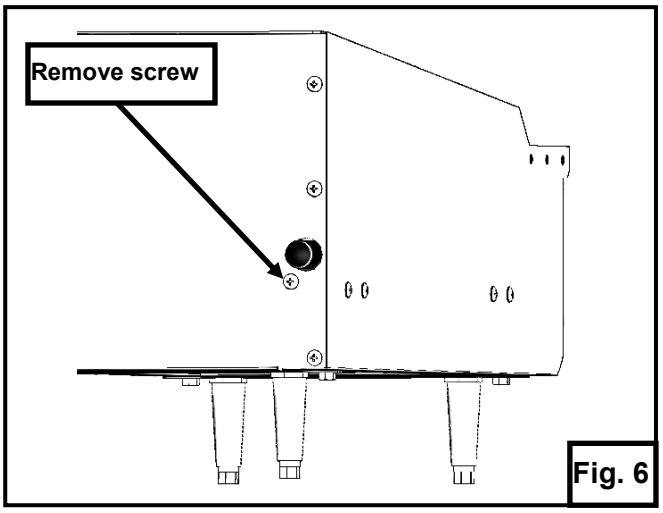

Fig. 6
5. Remove manifold retaining screw at back of unit. Fig. 6.